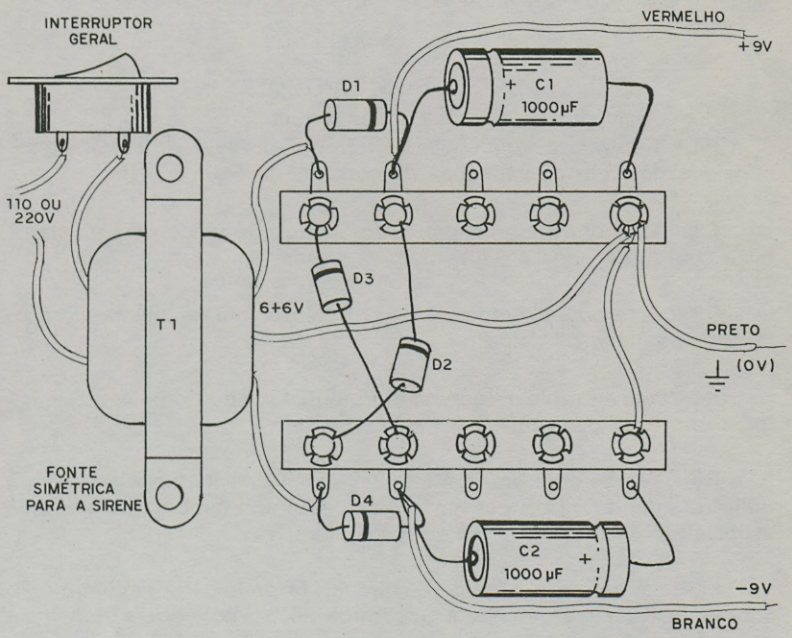

FIGURA 15
k) Depois solde os diodos na ponte de terminais e os capacitores observando sempre sua polaridade. Oriente-se pela figura 15 para a montagem desta fonte. Veja nela também as polaridades dos fios de saída.